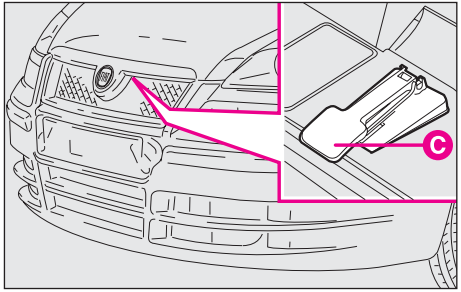

fig. 161
– press lever **C-fig. 161** on the bonnet;